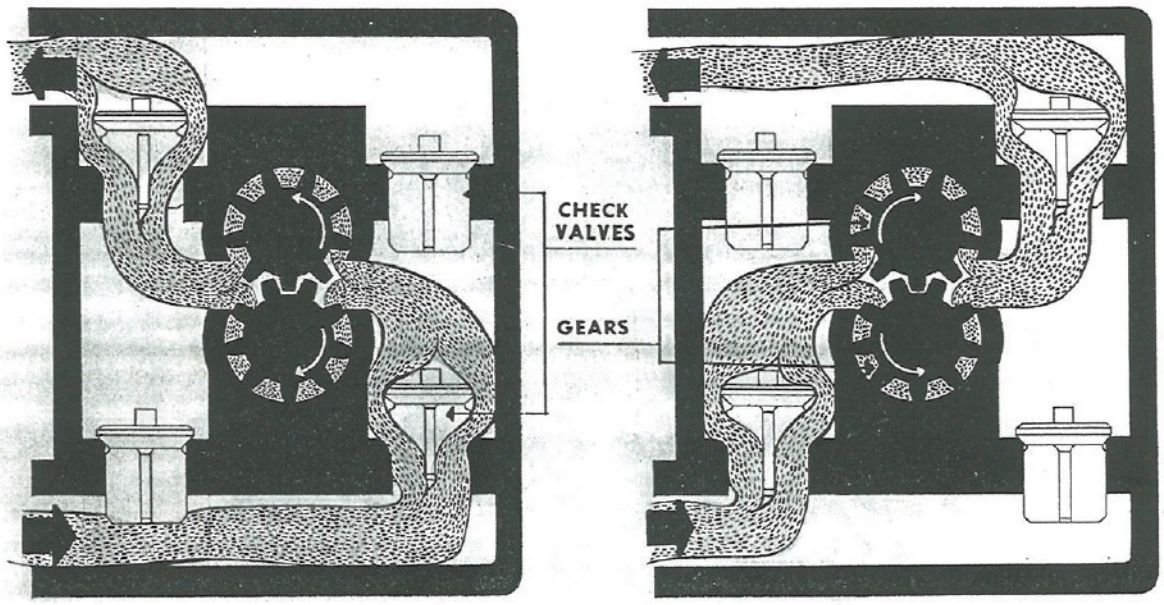

Fig. 13. Lubrication Pump Valve Operation
d. Check Valves. The operation of the check valves in the lubrication pumps is shown in Fig. 13.
(1) In the drawing on the left the engine is rotating in the ahead position. The oil is coming in the intake opening and passing through the pump to the second chamber. The pressure of the oil is holding the valve off its seat. The oil goes around the gears and up through the top of the first chamber where the valve is lifted by pressure to permit the oil to go out